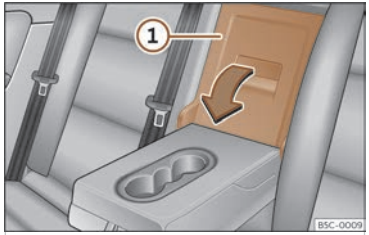

Fig. 204 On the rear seat backrest: opening the trapdoor.
- Pull the release lever in the direction of the arrow and fold the trapdoor cover ››› **Fig. 204** ① down and forwards.